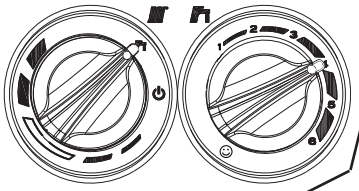

fig. 4.2
- portare il selettore di funzione su (estate) (fig. 4.2)